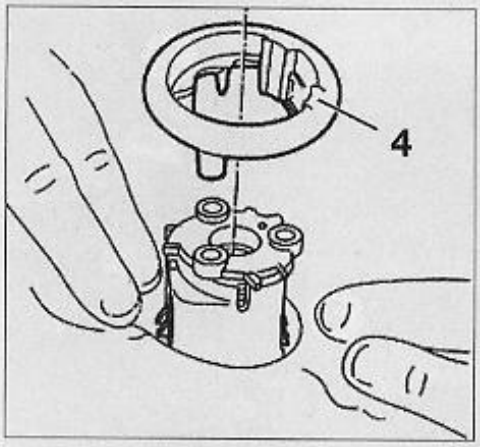

FIG. 14
• Déposer la garniture (4) de la commande des lombaires (**Fig.14**).